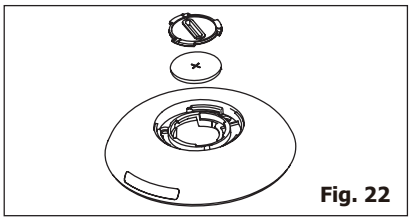

Fig. 22
3. Procédez de la même manière pour ouvrir le couvercle de protection intérieur et retirez la pile. (Fig. 22)